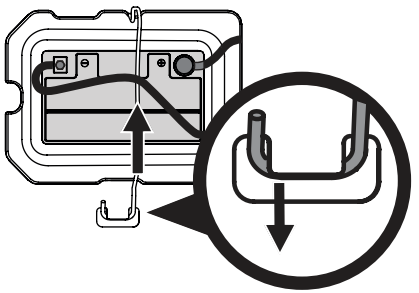

Fig. 24
NOTE : Le faisceau électrique doit être placé au-dessus de la barre de retenue de la batterie. Autrement, il risque d'être endommagé (Fig. 24 à la page 88).
3. Enlevez la tige de retenue de la batterie. Pour ce faire, pressez l'extrémité recourbée pour la faire sortir de la patte sur l'aile à droite de la batterie. Faites pivoter la tige de retenue de la batterie (b) vers le haut et retirez la batterie (Fig. 24).